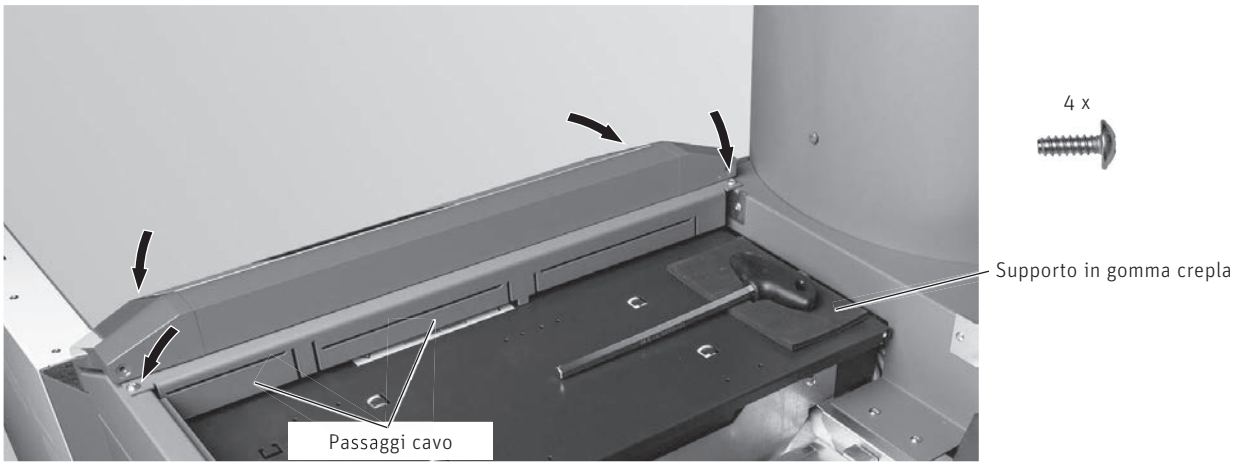

Fig. 105 Infilare il pannello di comando e avvitarlo
- ▶ Nel pannello di comando piegare i passaggi cavo verso l'interno, infilare il pannello di comando e fissarlo con 4 viti autofilettanti – Fig. 105.
- ▶ Incollare il supporto in gomma crepla per la chiave a brugola – Fig. 105.